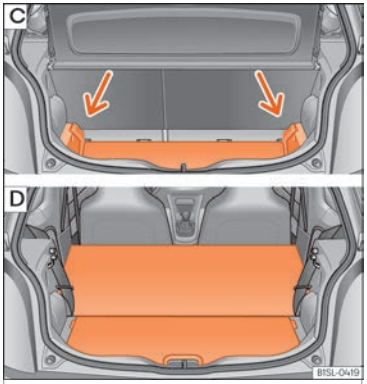

Fig. 138 C: extend the boot downward. D: extend the boot forward.
- Raise the boot floor and push it downward in the rail ››› Fig. 138 **C** (arrows)